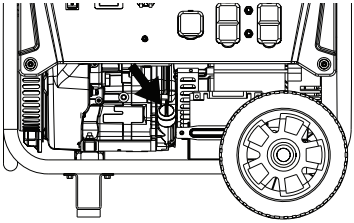

*Figure 18 - Oil Fill Plug/Dipstick*
5. Remove oil fill plug/dipstick (see Figure 18 below).